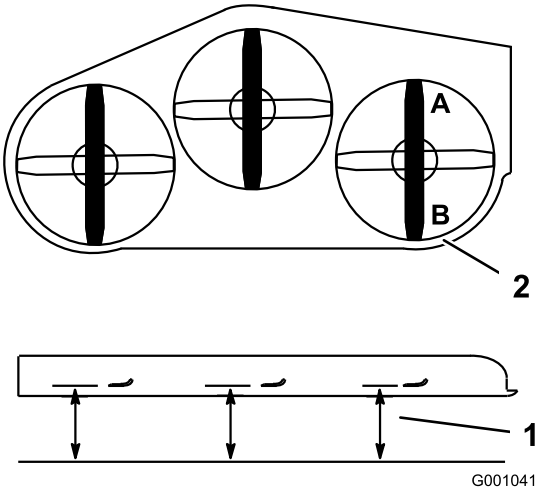

Figura 71
2. Coloque una cuchilla en posición longitudinal. Mida en las posiciones **A** y **B** desde una superficie nivelada hasta el filo de corte de los extremos de la cuchilla (Figura 71).
5. Mida en las posiciones C y D (Figura 71) desde una superficie nivelada hasta el filo de corte de las cuchillas.